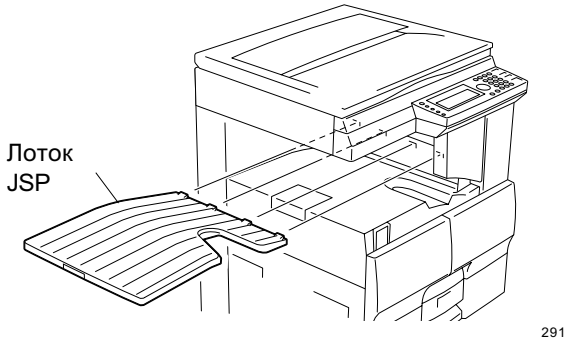

Fig. 6-1
1. Снимите лоток JSP. (см. Fig. 6-1)
1. Снимите JSP. (см. Fig. 6-1 и 6-6)